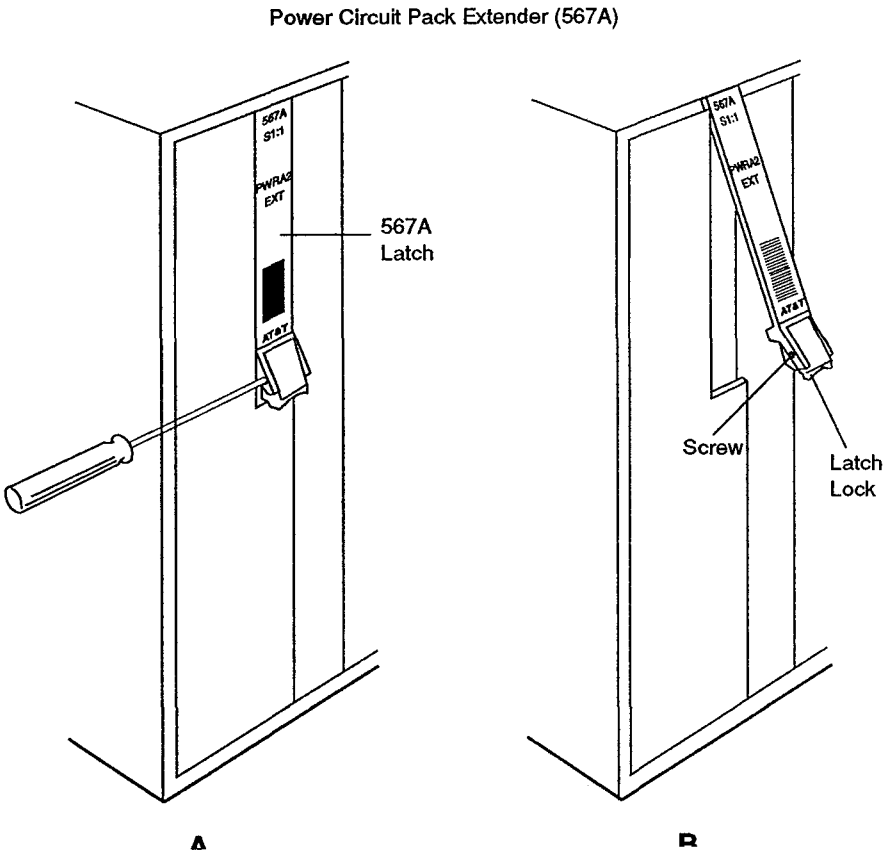

Figure 9-7. Locking Mechanism on PWRA2 EXT (567A) Circuit Pack
Drawings A and B in Figure 9-7 show details of the side of the latch.
22. At the frame, lift the latch on the PWRA2 EXT (567A) circuit pack and remove it from slot PWRA-2. Figure 9-7, drawing B, shows the opened latch.